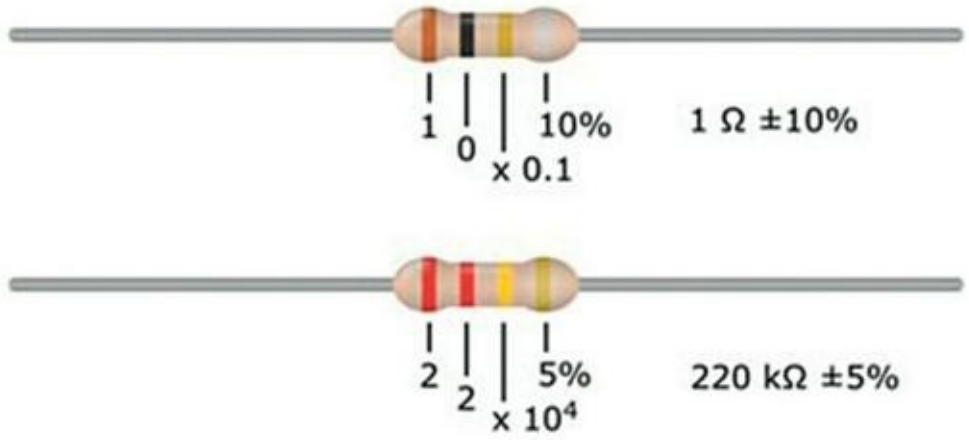

FIGURE 5-10 Décodez la série de bandes colorées pour déterminer la résistance.
- **Rouge-rouge-jaune-or :** Des bandes rouge (2), rouge (2), jaune (4 zéros) et or (± 5 %) (voir Figure 5-10, partie supérieure) indiquent une résistance nominale de 220 000 Ω, ou 220 kΩ, cette valeur pouvant, en réalité, varier de 5 % dans un sens ou dans un autre. Il s'agit donc d'un élément dont la résistance est comprise entre 209 kΩ et 231 kΩ.
- **Marron-noir-or-argent :** Des bandes marron (1), noire (0), or (0,1) et argent (± 10 %) (voir Figure 5-10, partie inférieure) indiquent une valeur de 10 x 0,1 = 1 Ω, cette valeur pouvant varier de 10 %. La résistance réelle est donc comprise entre 0,9 Ω et 1,1 Ω.